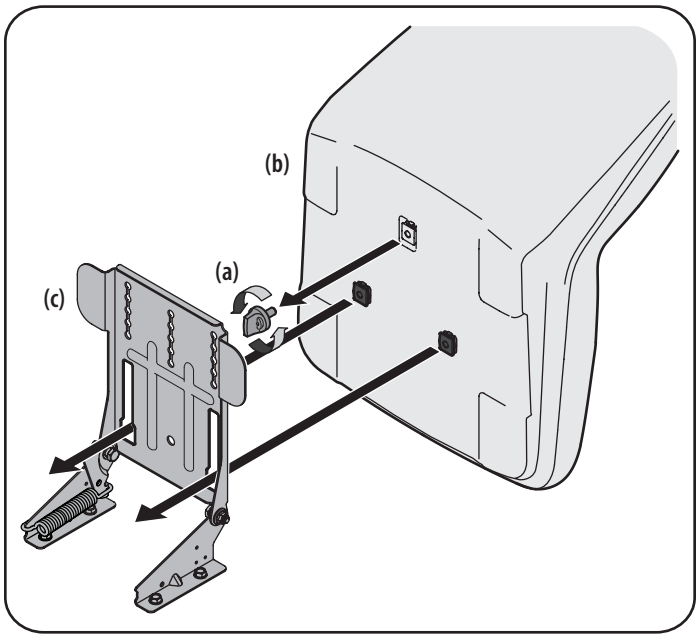

Figura 5
1. Retire la perilla de ajuste del asiento (a) de la parte inferior del asiento (b). Consulte la Figura 5.
2. Alinee el asiento (b) sobre el soporte de pivote del asiento (c) como se muestra en la Figura 5 y monte el asiento (b) en el soporte de pivote del asiento (c) insertando las dos lengüetas de la parte inferior del asiento (b) en las ranuras del soporte de pivote del asiento (c).